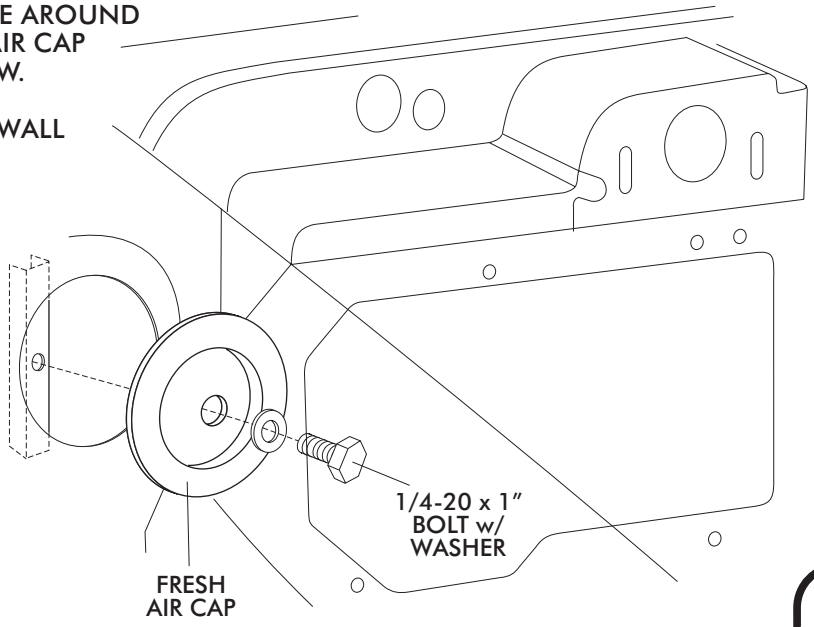

FIGURE 4b
- ☐ APPLY A 1/4" BEAD OF SILICONE AROUND THE BACK SIDE OF THE FRESH AIR CAP AS SHOWN IN FIGURE 4b BELOW.
- ☐ ATTACH FRESH AIR CAP TO FIREWALL USING A 1/4-20 x 1" BOLT AND WASHER, SEE FIGURE 4b.